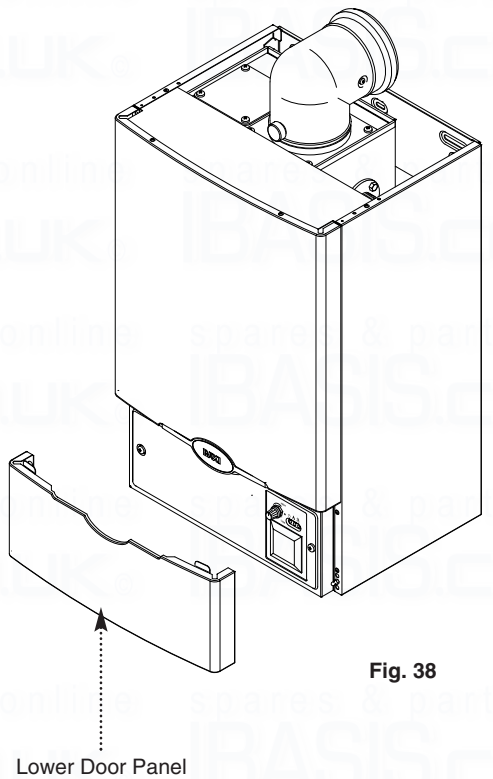

Fig. 38
3. Replace the lower front door panel (Fig. 38).